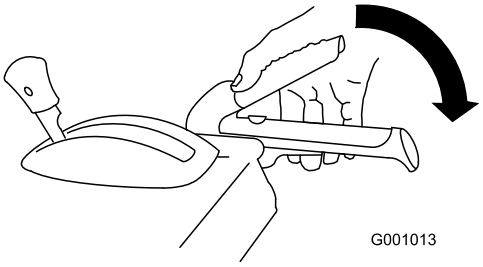

Figuur 37
1. Om de aandrijving van de boor/rotor in te schakelen, drukt u de rechterhendel (boor/rotor) tegen de handgreep (Figuur 37).